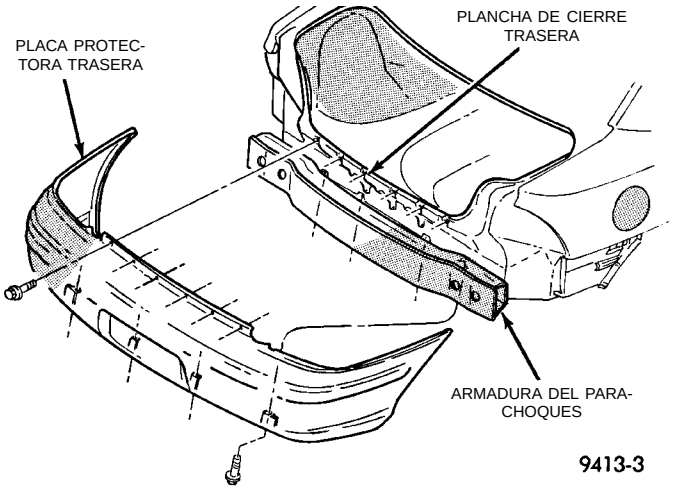

Fig. 3 Placa protectora del parachoques trasero
(1) Libere el pestillo del maletero y levante la tapa.
(2) Retire los pernos que sujetan la placa protectora a la plancha de cierre trasera.
(3) Retire los dispositivos de fijación a presión que fijan la placa protectora a la parte inferior de la armadura del parachoques trasero (Fig. 3).
(4) Retire los pernos que fijan el soporte de la placa protectora a los paneles inferiores de los cuartos traseros.
(5) Separe del vehículo la placa protectora.
(1) Emplace la placa protectora sobre el vehículo.
(2) Instale los pernos que fijan el soporte de la placa protectora a los paneles inferiores del cuarto trasero.
(3) Instale los dispositivos de fijación a presión que fijan la placa protectora a la parte inferior de la armadura del parachoques trasero (Fig. 3).
(4) Instale los pernos que fijan la placa protectora a la plancha de cierre de cola.